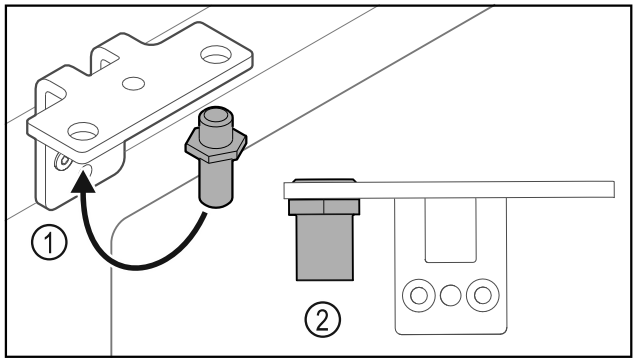

Fig. 30
▶ Put the pin back into the hinge *Fig. 30 (1)*.
▶ Tighten the pin *Fig. 30 (2)* to a **torque of 12 Nm**.